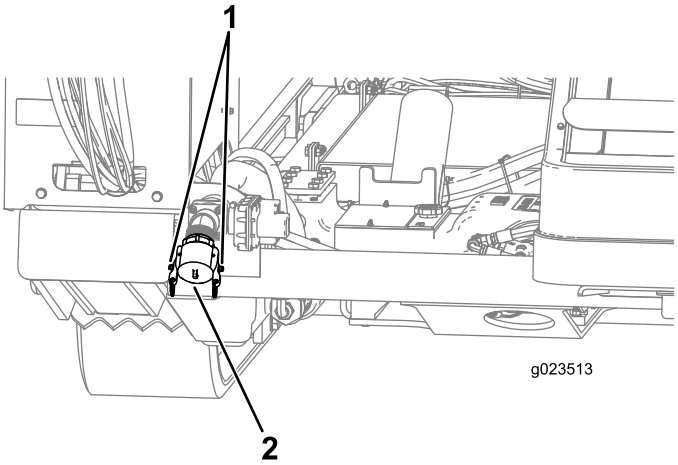

Figure 76
1. Levez les leviers de verrouillage à came sur le bouchon d'entrée de la pompe et déposez le bouchon (Figure 76).